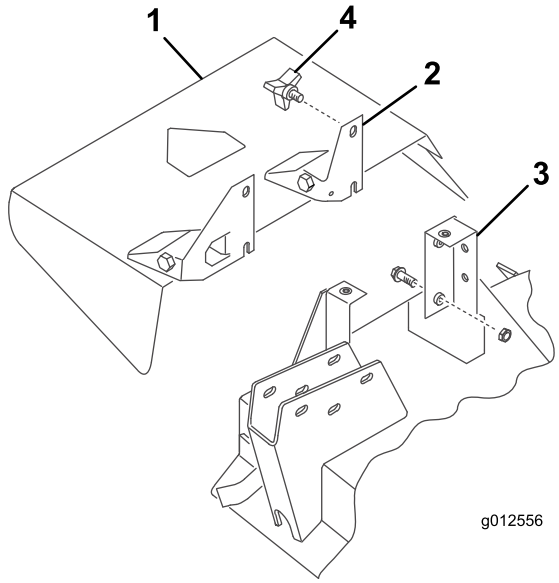

Figure 28
2. Slide the slots at bottom of the deflector pivot bracket onto the bolts at side of the deck brackets (Figure 28).